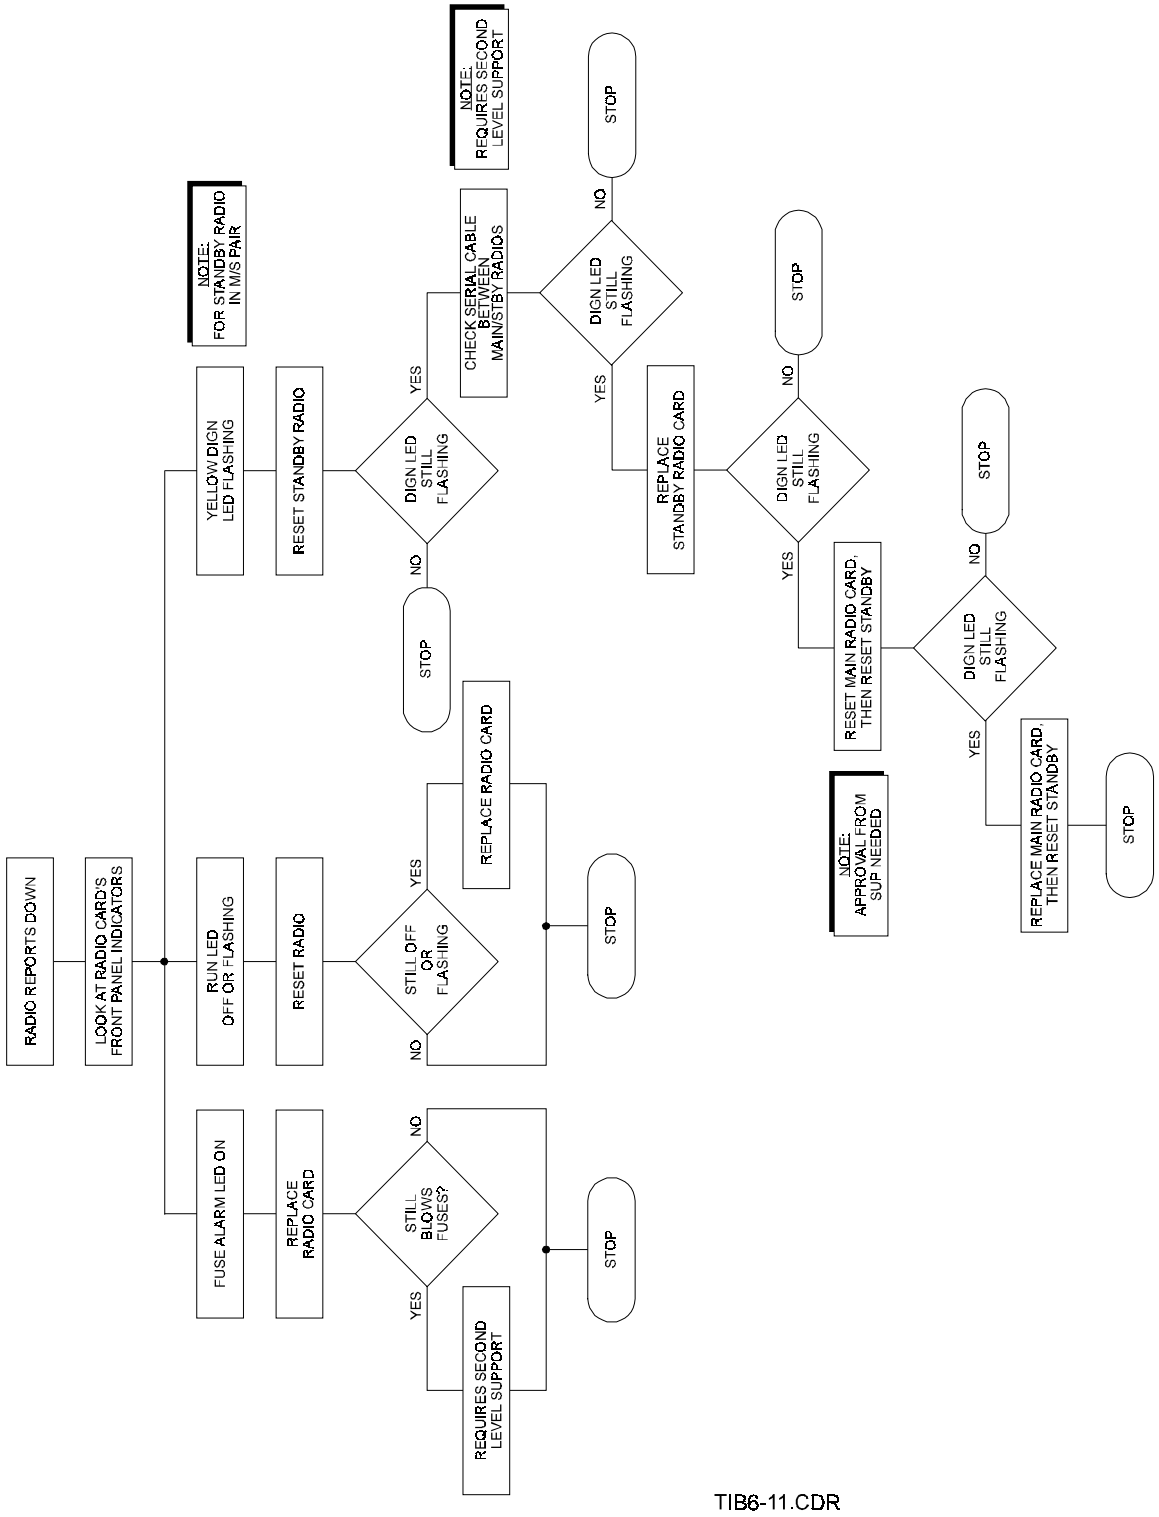

*Figure 6-11. System Reported Faults: Radio Reports Down*
The following paragraphs, in conjunction with the troubleshooting flowcharts of **Figures 6-11** through **6-37**, constitute the ETVS troubleshooting guide for LRUs. [The charts are intended to enable the technician to isolate a fault to the appropriate LRU(s).] The system is designed so that a fault in one area will not affect the remaining system operations. Troubleshooting (and corrective maintenance) must not interfere with or affect the operational portion of the system. Therefore, voltage/signal measurements (e.g., cable checks) made directly at the input/output of the LRUs must be kept to a minimum. Any system or position downtime that would result from a troubleshooting check must be coordinated in advance with ATC.
**Figures 6-11** through **6-37** are arranged and organized to present a logical sequence of troubleshooting paths to follow, including yes/no decision points and appropriate responses (corrective actions) to remedy the faults. The flowcharts cover the entire system, and include front panel indicators that may isolate the fault to a particular LRU (CCA, position, or unit). Each chart is based on a problem or fault listed in the top block(s) of the diagram (as listed in **Table 6-36**).